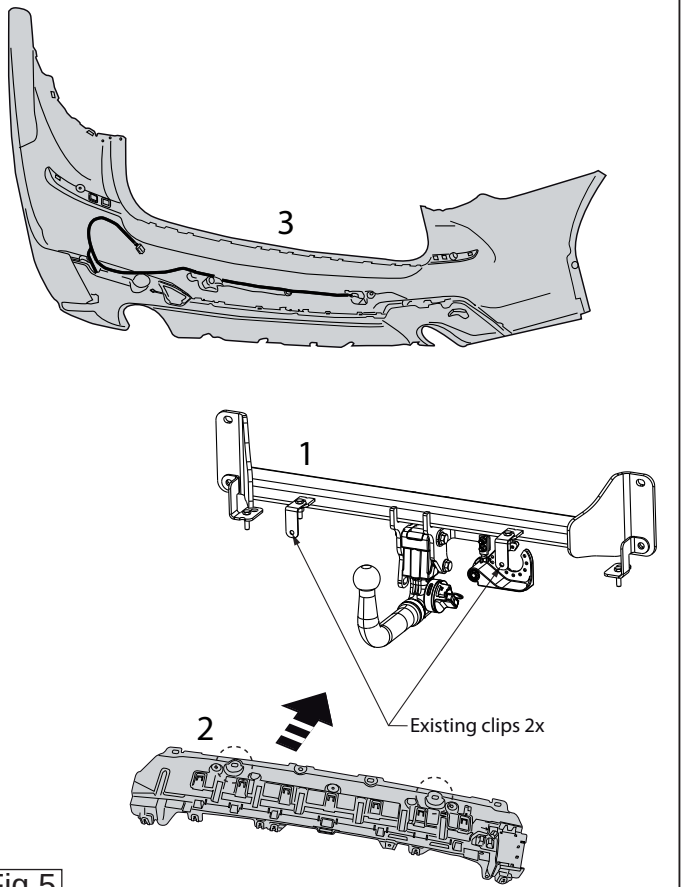

Fig.5
8. Закрепить пластмассовый корпус бампера набуксирный. См. рисунок 5.